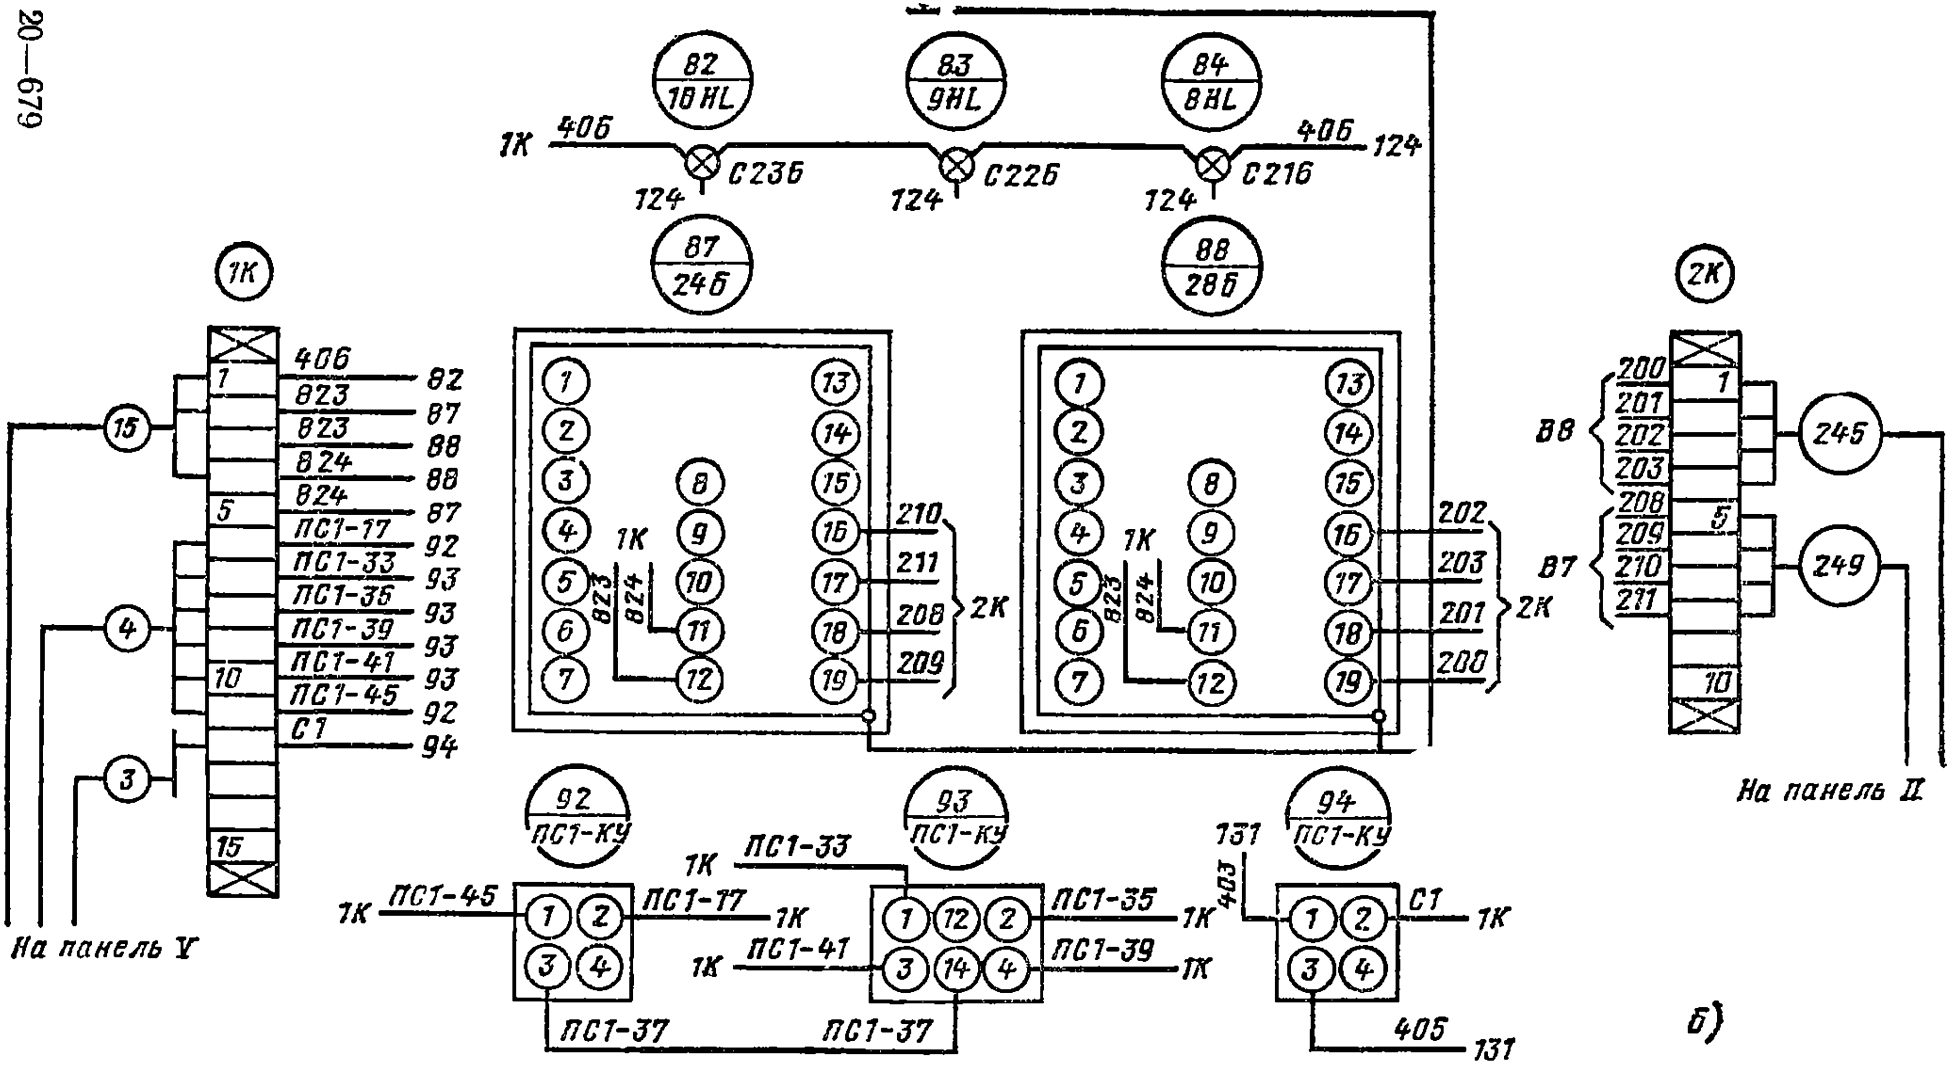

Рис. 8.12. Пример выполнения монтажной схемы щита графическим (*а*) и адресным (*б*) способами
8.5. Вопросы по рис. 8.12.
8.5.1. На рис. 8.12 имеются три прибора *92*, *94* с одинаковыми позиционными обозначениями ПС1-КУ. Но в одной принципиальной схеме разные элементы не могут иметь одинаковые позиционные обозначения. Если это не ошибка, то как выяснить, к чему относится каждый элемент ПС1-КУ?
8.5.15. Сопоставляя рис. 8.12 и 8.13, определите, сколько проводов идет на релейную панель и каковы их маркировки.